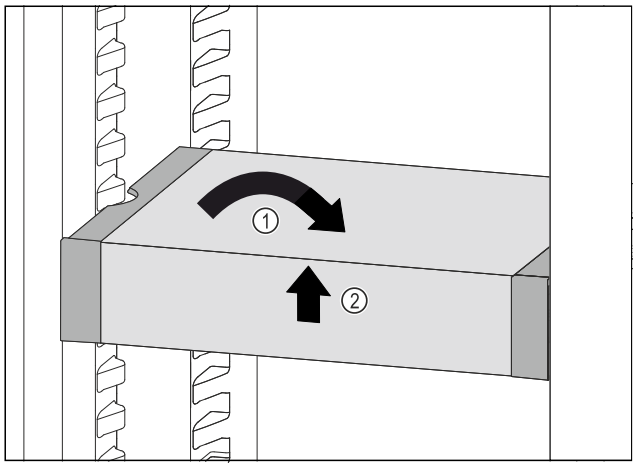

Fig. 206
▶ Set VarioSafe straight. *Fig. 206 (1)*
▶ Lift VarioSafe at the front. *Fig. 206 (2)*